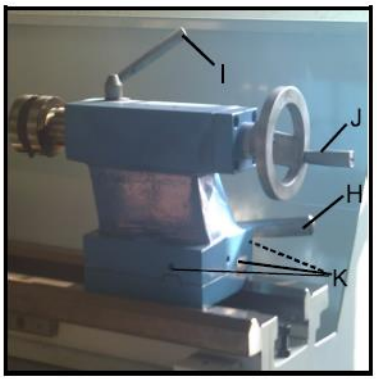

Рис. 16
16. Зажимной винт задней бабки (H, Рис. 16)
17. Зажимная рукоятка пиноли задней бабки (I, Рис. 16)
18. Маховик перемещения пиноли задней бабки (J, Рис. 16)
19. Регулировка смещения задней бабки (K, Рис. 16)